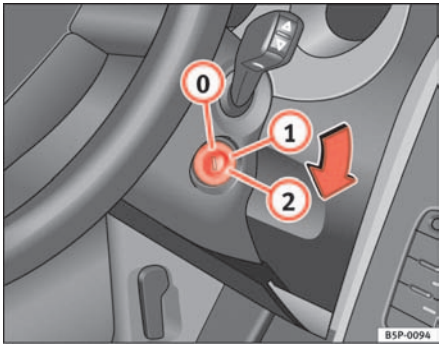

Fig. 92 Ignition key positions
In the position ⇒ fig. 92 the ignition and the engine are OFF and the steering may be locked.
– Turn the ignition key to position ⇒ page 124, fig. 92 (1). The indication lamp ᘐ will light for engine pre-heating.
– When the warning lamp goes out, turn the key to position (2) to start the engine. Do not press the accelerator.
– Turn the ignition key to position ⇒ page 124, fig. 92 (0).